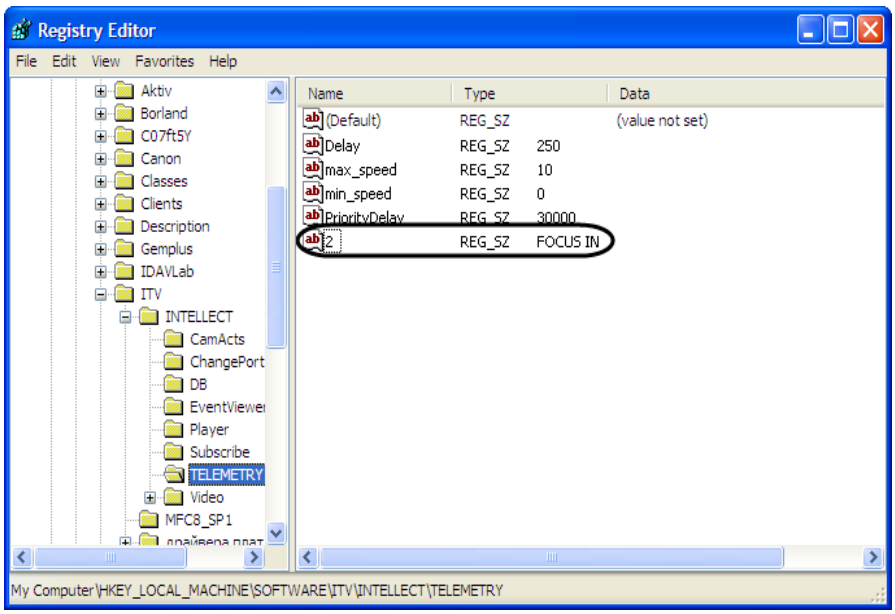

Figure 3.4—18 An example of editing the Windows OS registry for assigning the commands to joystick push-buttons
3. Assign the name to the line parameter, identical to the number of the joystick push-button in the Windows OS (Figure 3.4—18).